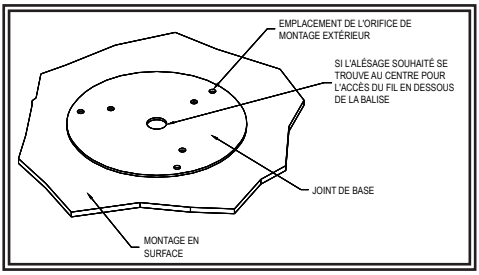

Figure 1
1. En prenant le joint de la base comme modèle, marquez les trois emplacements des trous de montage (voir figure 1).
3. Un quatrième trou peut être percé pour l'accès aux câbles comme présenté sur la figure 1 ou les câbles peuvent passer à travers la fente de la base pour un accès externe.